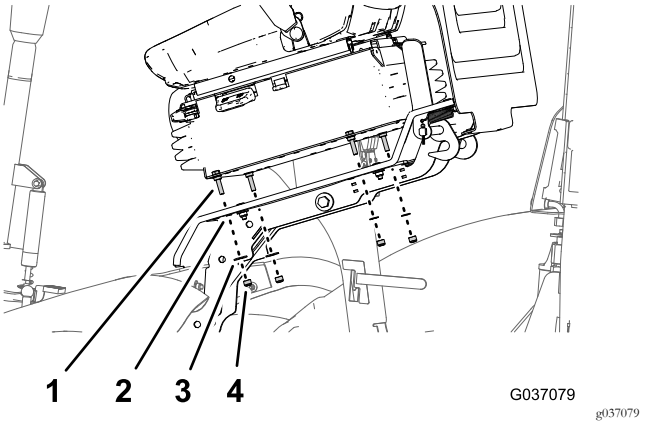

Figur 18
3. Juster de fire maskinskruer (8 x 25 mm) på det nye sæde med hullerne på førerplatformen (Figur 18).